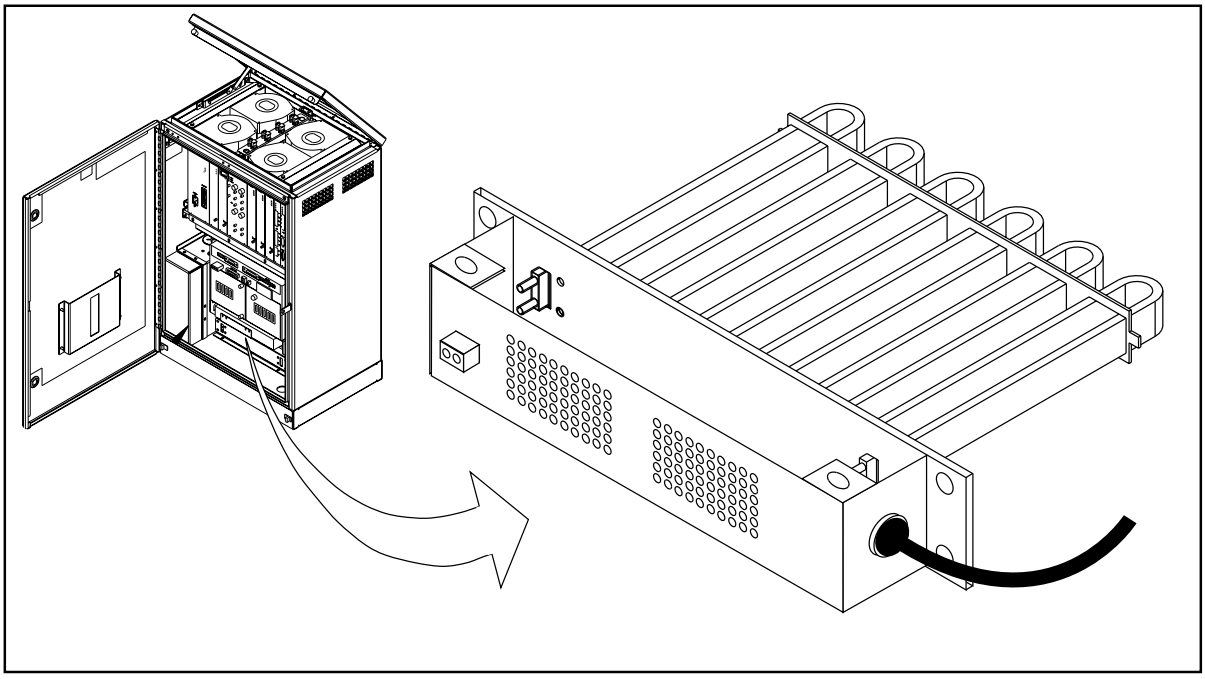

Figure 5-20. Subrack Heater
4. Locate the Main Heater Assembly. See Figure 5-20 on page 5-43.